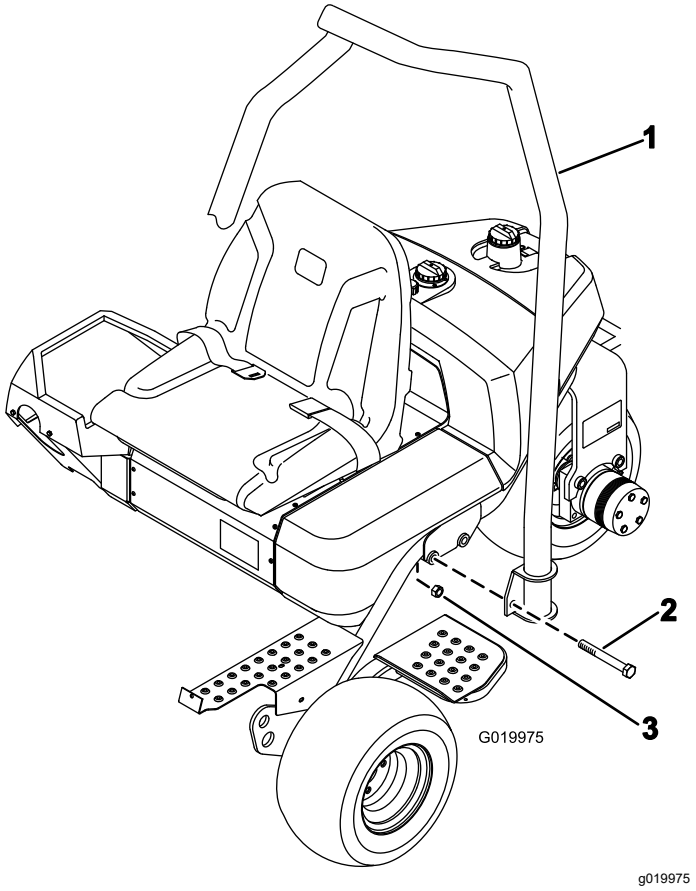

Rysunek 4
1. Ustaw pałąk zabezpieczający tak, aby górna część jego rury była wygięta w kierunku przodu maszyny (Rysunek 4).
2. Opuść pałąk zabezpieczający na ramę, ustawiając go równo z otworami montażowymi (Rysunek 4).
3. Zamocuj każdą stronę pałąka zabezpieczającego do ramy używając 2 śrub (⅝ x 4½ cala) i nakrętek zabezpieczających w sposób podany na Rysunek 4.